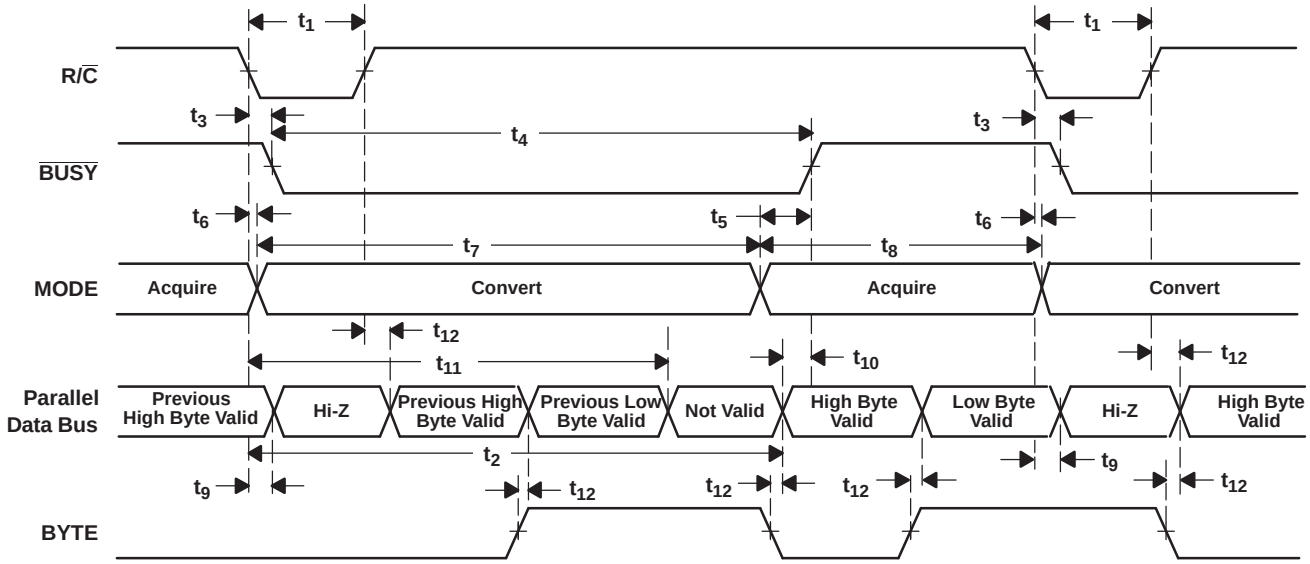
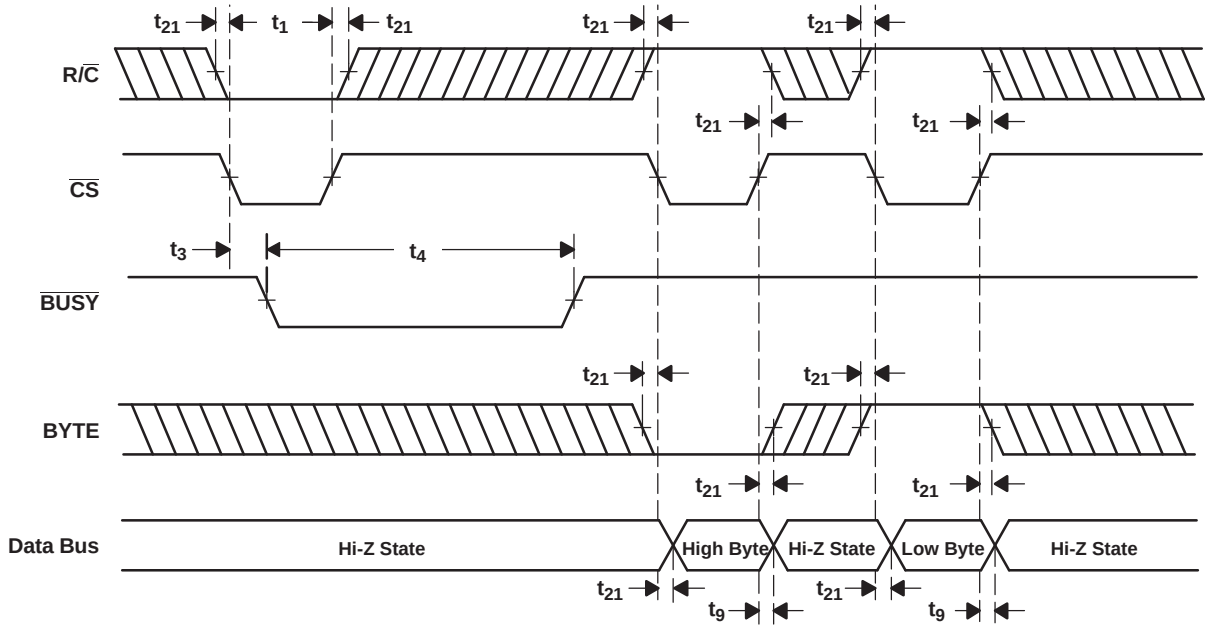

Figure 33. Conversion Timing With Parallel Output ($\overline{CS}$ and DATACLK Tied Low, EXT/INT Tied High)
Figure 34. $\overline{CS}$ to Control Conversion and Read Timing With Parallel Outputs
The ADS8506 begins tracking the input signal at the end of the conversion. Allowing 25 µs between convert commands assures accurate acquisition of a new signal. Refer to Table 2 and Table 3 for a summary of $\overline{CS}$, R/$\overline{C}$, and $\overline{BUSY}$ states, and Figure 33, Figure 34, Figure 35, Figure 36, Figure 37, Figure 38, and Figure 39 for timing diagrams.
(1) See Figure 33 and Figure 34 for constraints on data valid from conversion N–1.
After conversion *N* is completed and the output registers have been updated, $\overline{BUSY}$ (pin 24) goes high. Valid data from conversion *N* is available on D7-D0 (pin 9-13 and 15-17). $\overline{BUSY}$ going high can be used to latch the data. Refer to Table 5 and Figure 33 and Figure 34 for timing specifications.
After conversion *N* has been initiated, valid data from conversion *N–1* can be read and is valid up to 12 µs after the start of conversion *N*. Do not attempt to read data beyond 12 µs after the start of conversion *N* until $\overline{BUSY}$ (pin 24) goes high; this may result in reading invalid data. Refer to Table 5 and Figure 33 and Figure 34 for timing constraints.